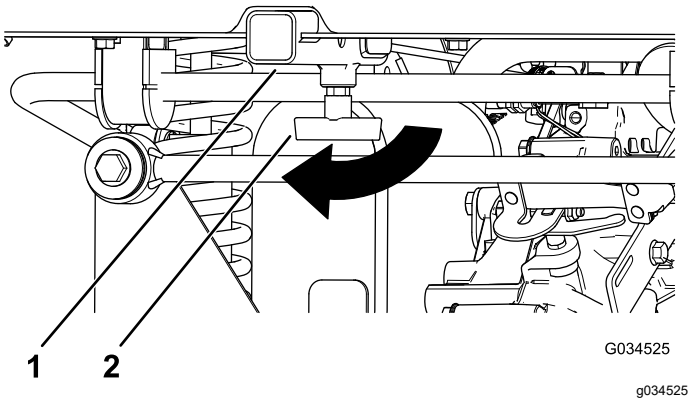

Figuur 19
1. Zet de T-hendel los door deze rechtsom te draaien (Figuur 19).
2. Breng uw accessoire aan in de houder en zorg dat de gaten overeenkomen (Figuur 19).